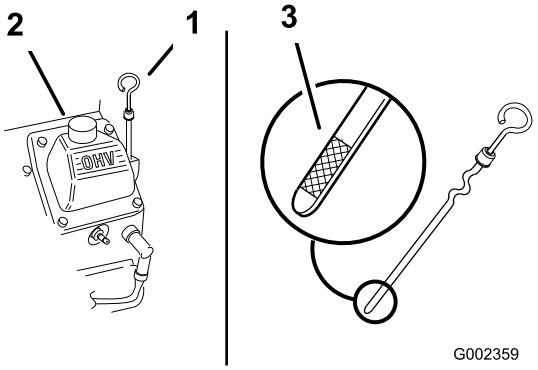

Figur 16
2. Gör rent omkring oljestickan (Figur 16) så att smuts inte kan falla ned i påfyllningshålet och skada motorn.
3. Ta ur oljestickan, torka av den och sätt tillbaka den igen (Figur 16).
Oljenivån ska nå upp till märket Full på oljestickans metallände (Figur 16).
5. Ta bort locken på påfyllningsröret och fyll på olja tills nivån når upp till markeringen Full på oljestickan om oljenivån inte når upp till markeringen (Figur 16). **Fyll inte på för mycket.**